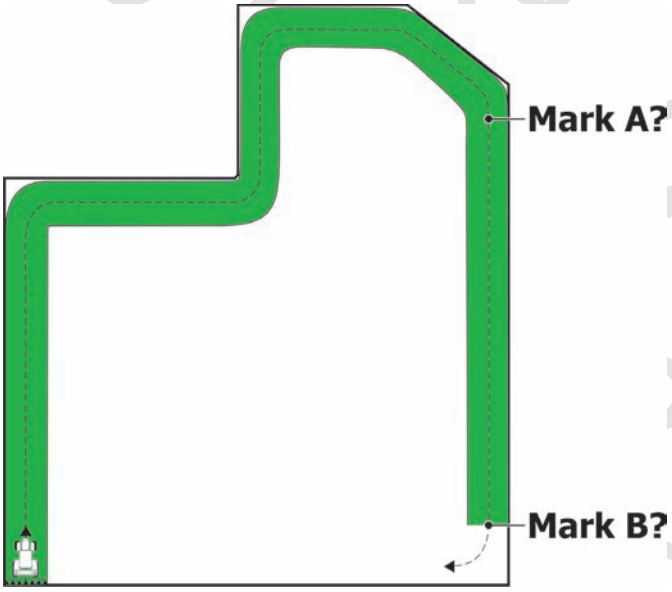

Fig. 218
• Set at the beginning of field to spray (Fig. 218).